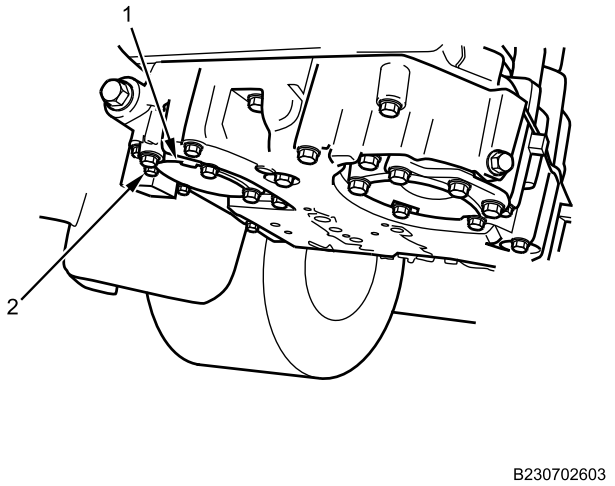

Figure 4. Filter Cover.
3. Install filter cover (Figure 4, Item 1) on transmission with six bolts (Figure 4, Item 2) and tighten to 38-45 lb-ft (52-61 N•m).